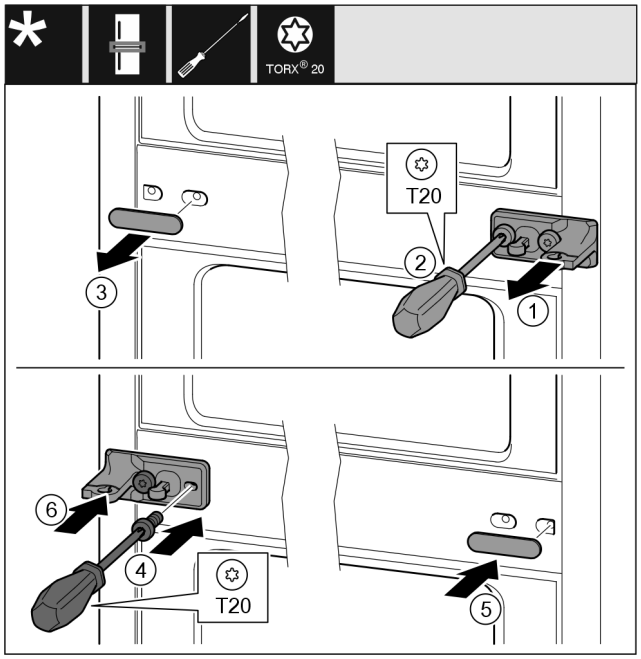

Fig. 29
- ▶ Sluitring *Fig. 29 (1)* wegnemen.
- ▶ Schroeven *Fig. 29 (2)* met een schroevendraaier er uit draaien.
- ▶ Afdekking *Fig. 29 (3)* voorzichtig wegtrekken.
- ▶ Lagerbok met folie *Fig. 29 (4)* 180° gedraaid aan de andere zijde goed vastschroeven.
- ▶ Afdekking *Fig. 29 (5)* 180° gedraaid op de andere zijde aanbrengen.
- ▶ Sluitring *Fig. 29 (6)* van voren af erop schuiven.